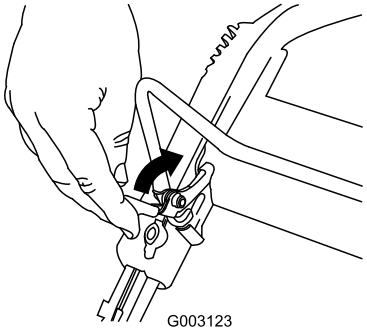

Bild 15
1. Ziehen Sie die Schaltbügelsperre zurück (Bild 15).